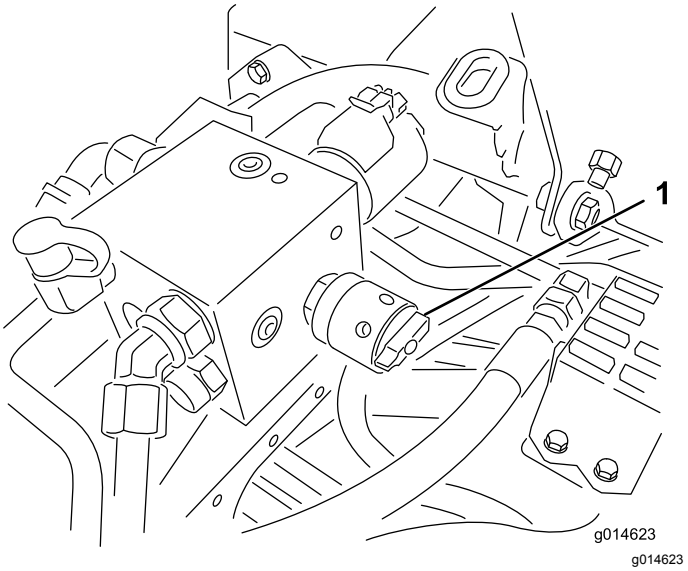

Figuur 51
6. Draai de toerentalregeling van de messenkooien op instelling 1 (Figuur 51).
4. Stel het toerental van de messenkooi in door de knop te draaien (Figuur 51) tot de pijlen van de wijzer het nummer aanwijzen dat u bepaald hebt in stap 3.